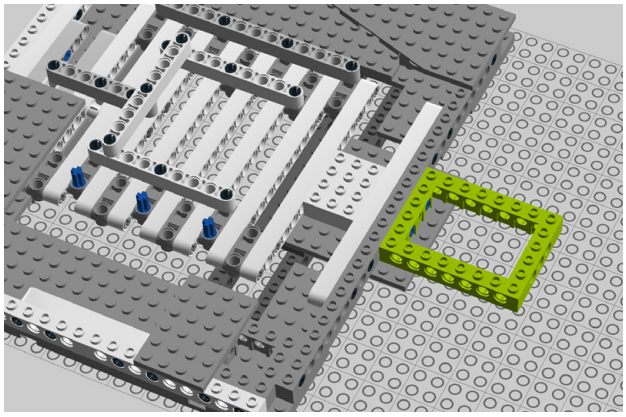

Figure 8-41. *Step 36: Connecting a 6x8 Technic brick*
36. Connect a 6x8 Technic brick to the pegs you just added in Step 35. You'll have to temporarily loosen the plate in order to add the 6x8 brick (Figure 8-41).